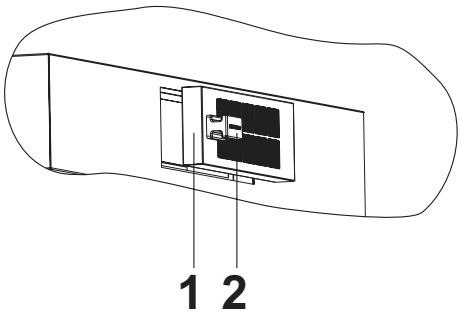

Abb. 42
2. Nehmen Sie den Aktivkohlenfilter (Abb. 42/1) mit Haltemagnet ab. (Abb. 42).